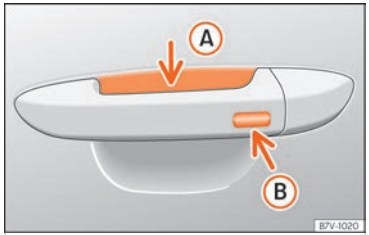

Fig. 51 Manilla de la puerta: superficies sensoras.
››› fig. 51
- Toque la superficie sensora ››› fig. 51 Ⓑ situada en el lado exterior de la manilla de la puerta. Todos los intermitentes parpadean una vez.
- Antes de que transcurran 5 segundos, toque una vez el sensor del lado exterior de la manilla de la puerta ››› fig. 51 Ⓑ. Al hacerlo, no agarre la manilla. El sistema Keyless Access queda desactivado temporalmente.
Para **cerrar con la función de confort** todas las ventanillas eléctricas y el techo de cristal, mantenga un dedo durante unos segundos sobre la superficie sensora de bloqueo ››› fig. 51 Ⓑ de la manecilla de la puerta hasta que se hayan cerrado las ventanillas y el techo.